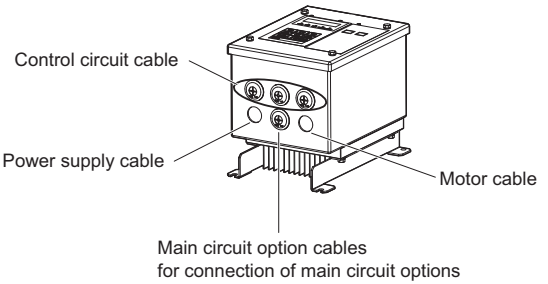

Figure 8 Conduit Openings
3. Remove the rubber bushing covering the conduit openings at the bottom of the drive. Review ***Figure 8*** to route the main circuit and control circuit cables through the proper conduit openings.